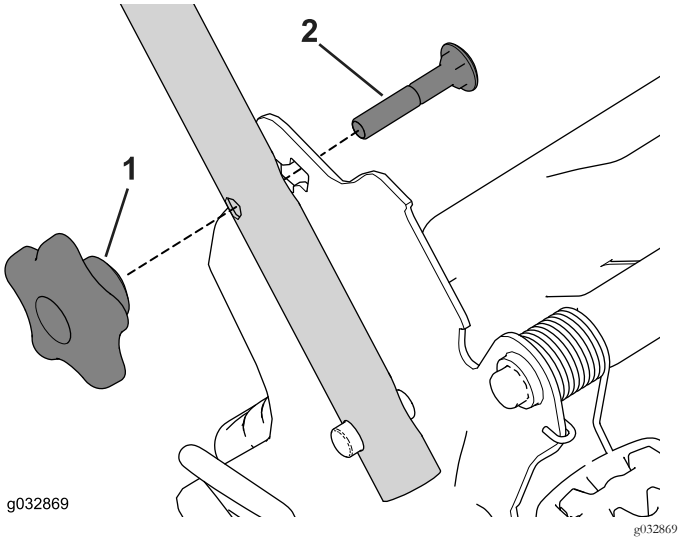

Figure 27
1. Retirez et conservez les 2 boutons et les 2 boulons de carrosserie du support du guidon (Figure 27).